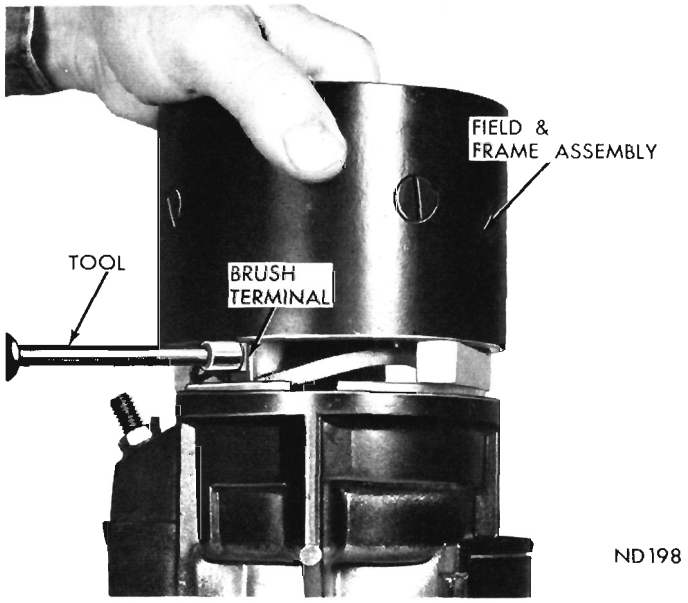

Fig. 2—Removing or Installing Terminal Screw
(1) Place the starter gear housing in a vise equipped with soft jaws. Use the vise as support fixture only. **DO NOT** clamp.
(2) Remove two through bolts and starter end head assembly.
(3) Carefully pull armature up and out of gear housing and starter frame and field assembly. Remove steel and fiber thrust washer. **The wire of shunt field coil is wrapped on the brush terminal. One set of brushes are connected to this terminal. The other pair of brushes is attached to the series field coils by means of a terminal screw. Carefully pull frame and field assembly up just enough to expose terminal screw and wire wrap connection of shunt field at brush terminal. Place two wood blocks between starter frame and starter gear housing to facilitate removal of terminal screw, Fig. 2.**